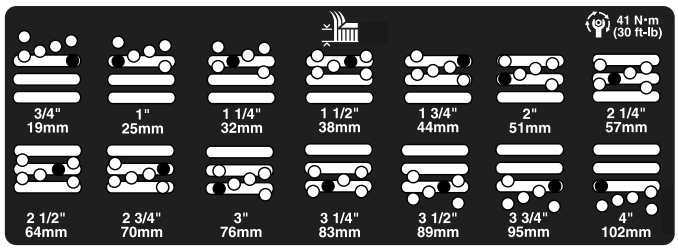

Figur 25
5. Flyt kammeret til den ønskede klippehøjde, monter afstandsklodsen i det relevante klippehøjdehul og den relevante sprække (Figur 25).